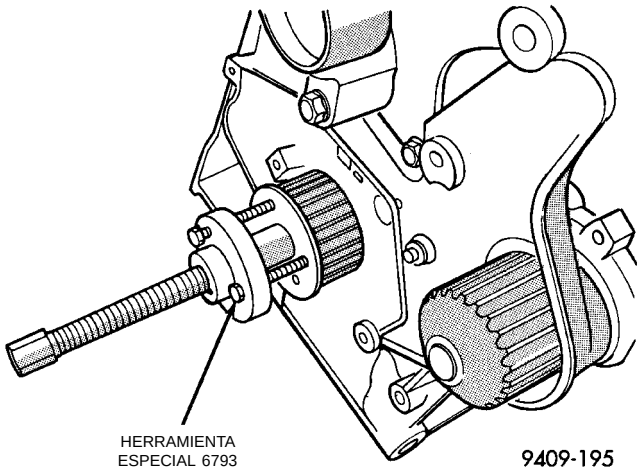

Fig. 57 Rueda dentada del cigüeñal—Desmontaje
(2) Retire la tapa exterior de la correa de distribución y la correa. Consulte el Sistema de la correa de distribución descrito en esta sección.
(3) Retire la rueda dentada del cigüeñal con la Herramienta especial 6793 y el encastre C- 4685-C2 (Fig. 57).